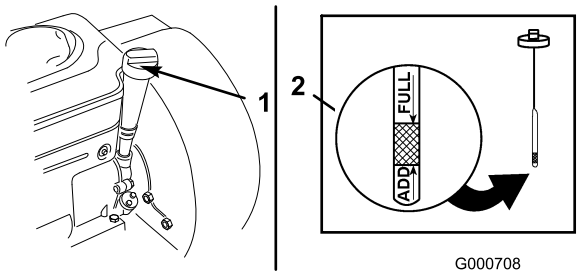

Figuur 26
3. Reinig de omgeving van de peilstok en verwijder deze (Figuur 26).